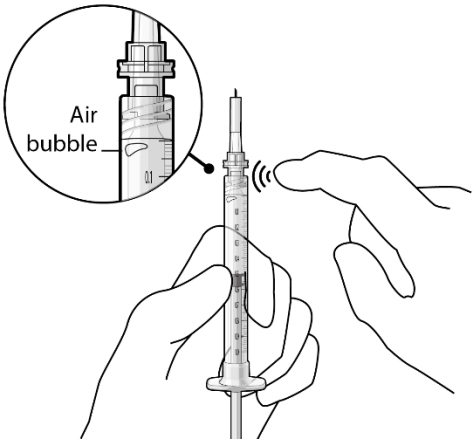

Figure 16
- If there are any air bubbles, gently tap the syringe with your finger until the bubbles rise to the top (Figure 16).